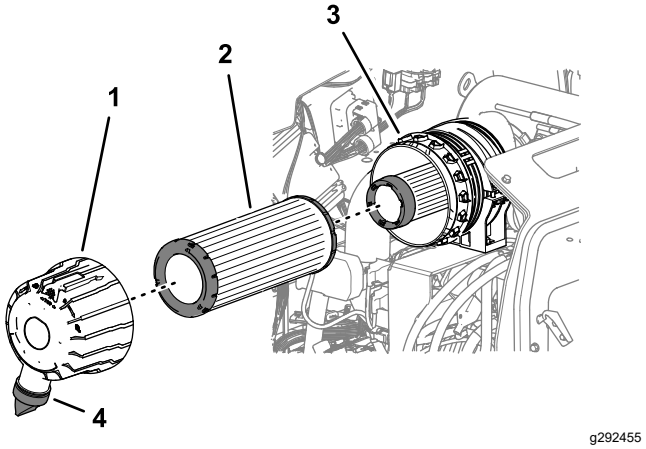

Figuur 52
3. Verwijder het primaire luchtfilter (Figuur 52).